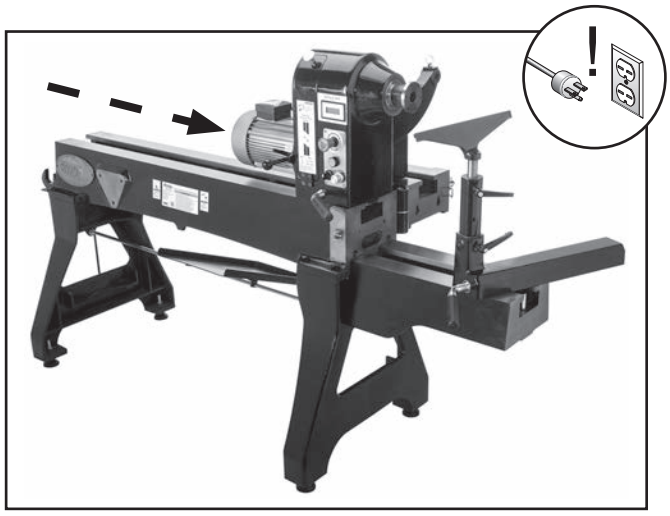

Figure 52. Typical outboard turning operation. (Shown here with Model T27484 Bed Extension and Tool Rest Riser Bushing.)
4. Loosen headstock, then move it all the way to tail end of lathe bed, as shown in **Figure 52**.